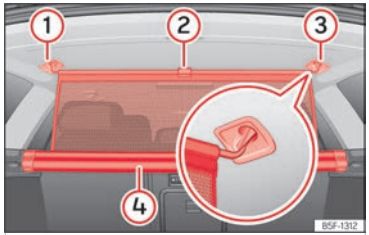

Fig. 199 En el maletero: enganchar la red de separación.
- Tire hacia arriba de la lengüeta ››› fig. 199 ② para sacar la red de la carcasa ④.
- Enganche la red de separación en el lado derecho o izquierdo ③ (imagen ampliada).
- Enganche la red de separación en el alojamiento del otro lado ① estirando la barra.